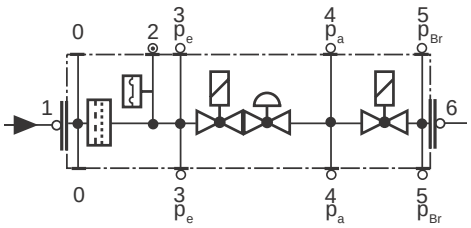

Fig. 43
- Pulire o sostituire il filtro se la differenza di pressione fra i punti 1 e 3 (Fig. 43) è $\Delta p > 10$ mbar.
- Pulire o sostituire il filtro se la differenza di pressione fra i punti 1 e 3 (Fig. 43) risulta raddoppiata dall'ultimo controllo.